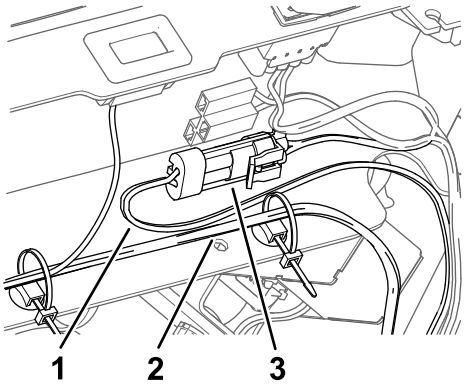

Рисунок 17
3. Выполните действия, описанные в предыдущих пунктах, для жгута проводов на другой стороне машины (Рисунок 17).